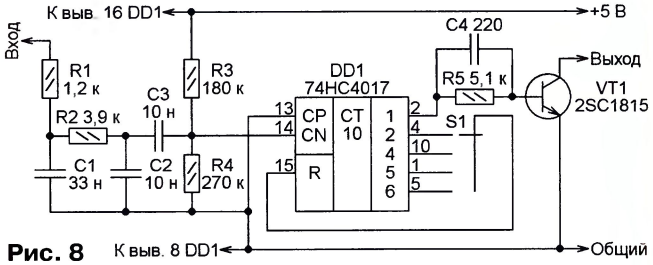

**Рис. 8**
**Делитель частоты кадровых синхроимпульсов (рис. 8 <http://mtlayk.web.fc2.com/souchi/kahen3.gif>).** Фильтр R1R2C1C2 выделяет из подаваемого на вход видеосигнала кадровые синхроимпульсы. Счётчик Джонсона с дешифратором на микросхеме DD1 охвачен обратной связью с выбранного переключателем S1 выхода на вход начальной установки R. В зависимости от положения этого переключателя импульсы на выходе узла следуют с частотой $F_к/2$, $F_к/4$, $F_к/5$ или $F_к/6$, где $F_к$ — частота кадровых синхроимпульсов. Длительность выходных импульсов во всех случаях равна периоду повторения кадровых синхроимпульсов $1/F_к$.